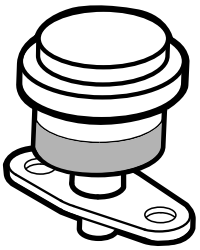

Figuur 47
Geef het primaire luchtfilter uitsluitend een onderhoudsbeurt als de onderhoudsindicator (Figuur 47) dit aangeeft. Als u het luchtfilter vervangt voordat dit nodig is, wordt alleen maar de kans vergroot dat er vuil in de motor komt als het filter wordt verwijderd.
1. Controleer de blokkage-indicator van het filter. Als de indicator rood is, moet het filter vervangen worden (Figuur 47).